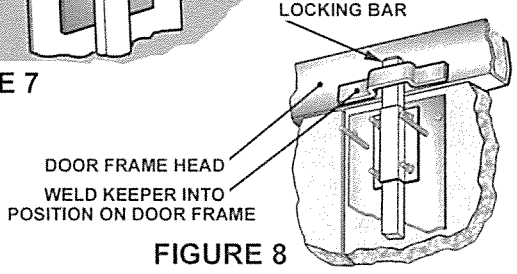

FIGURE 8
5. With door closed, activate the Locking Bars so that the top bar extends over the frame at the head. Position the keeper supplied over the Locking Bar and against the frame, ensuring there is equal clearance around the bar. Fix in position using supplied screws. (Fig. 8)